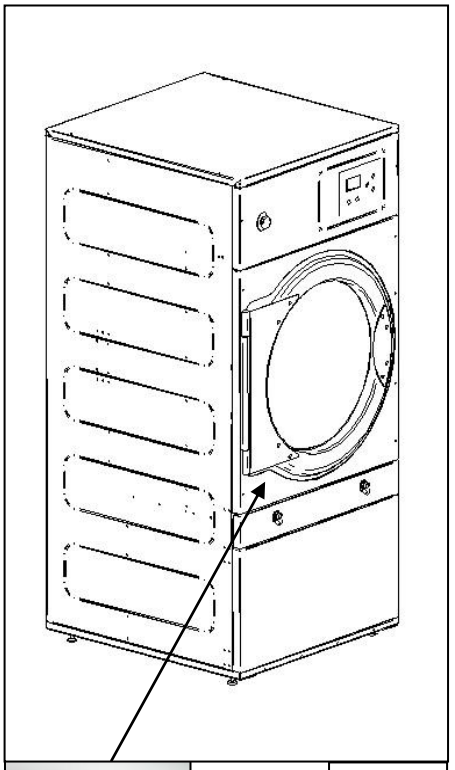

Abb.4
7. Den neuen Reed-Sensor mit dem neuen Kabel anschließen und den Filterdeckel wieder aufsetzen. Den zuvor in Schritt 1 entfernten Deckel wieder aufsetzen. Der Vorgang ist beendet. Siehe Abb. 4.